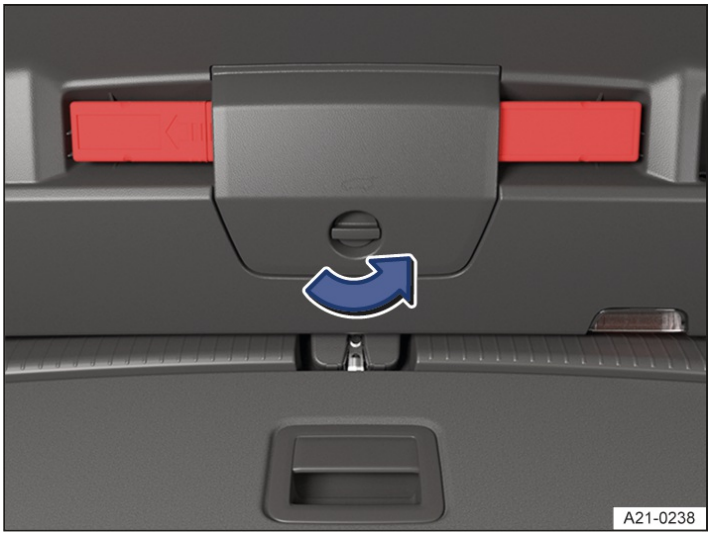

Fig. 1 In the trunk lid: Holder for the warning triangle.
1. With the trunk lid open, turn the holder lock 90° counterclockwise in the direction of the arrow→ *fig. 1*.